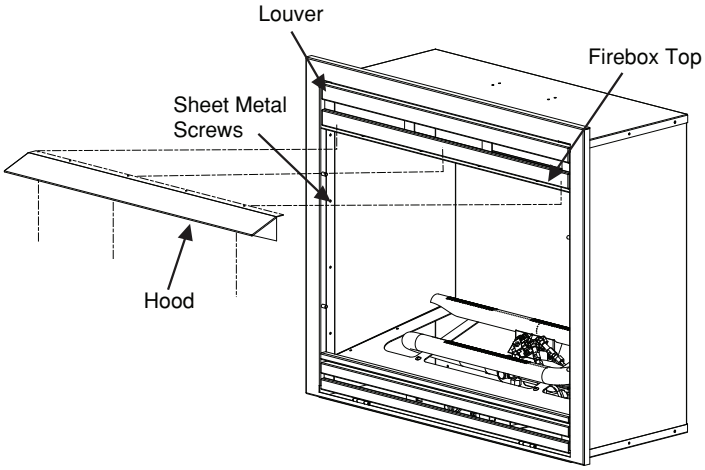

Fig. 3 - Assembling Hood (If Required)
6. Insert screws as shown in Figure 3. Tighten screws firmly.